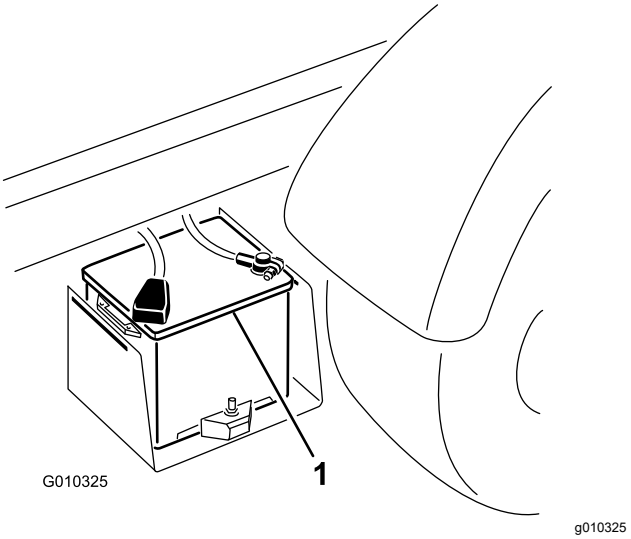

**Figura 42**
2. Conecte un cable de batería entre los bornes positivos de las dos baterías (Figura 42).